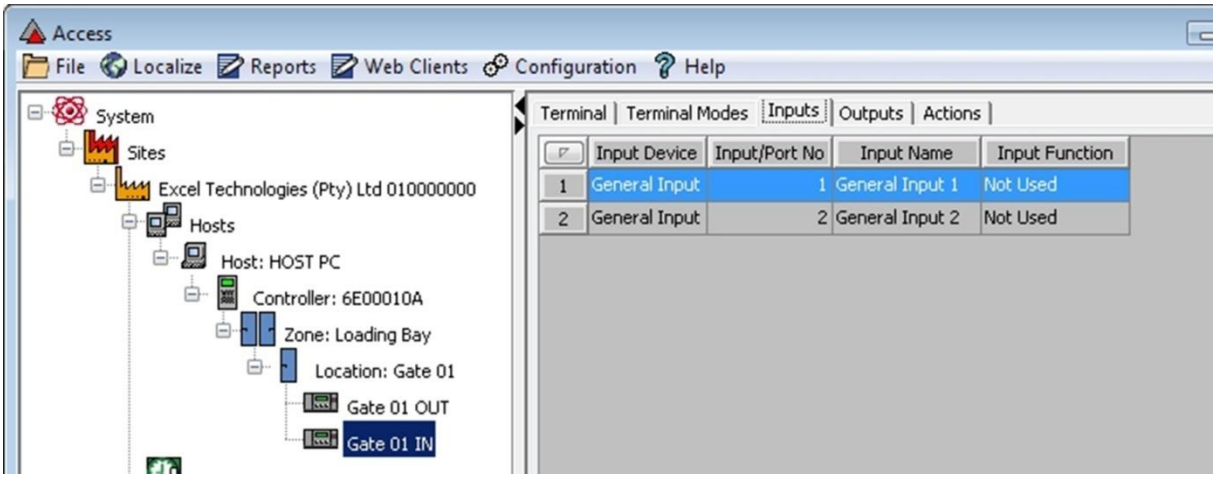

Figure 70: Access Dialog
1. Select the specific Terminal that will control the Strike Lock (for example **Gate 01 IN** as highlighted in Figure 70).